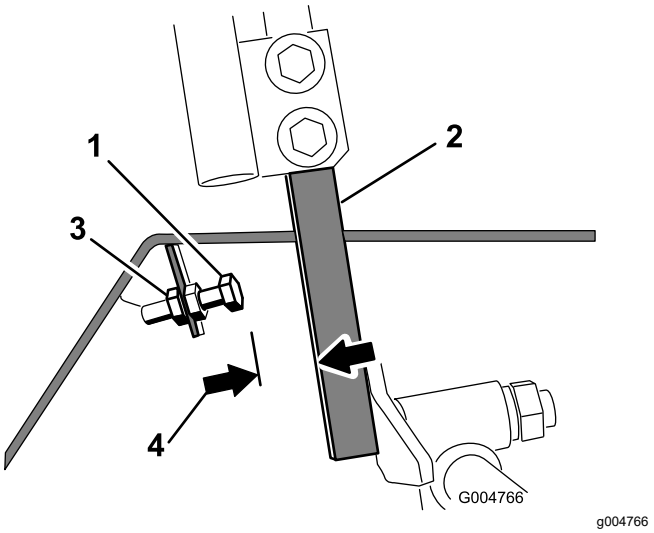

Figuur 54
4. Draai de contramoer op de aanslagbout voor een rijhendel los (Figuur 54).